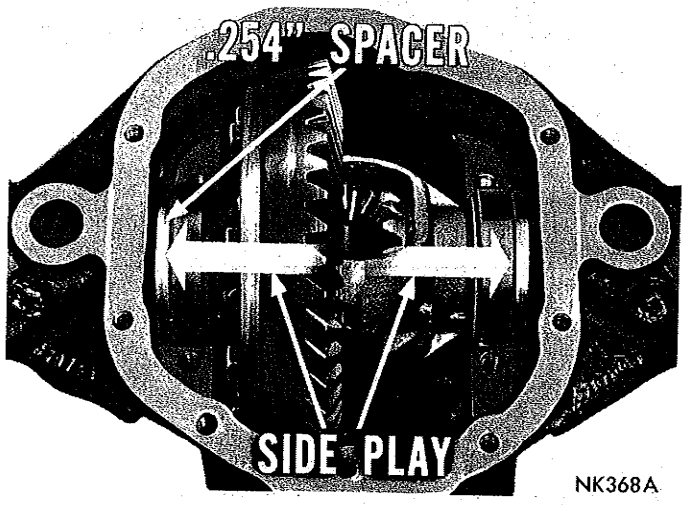
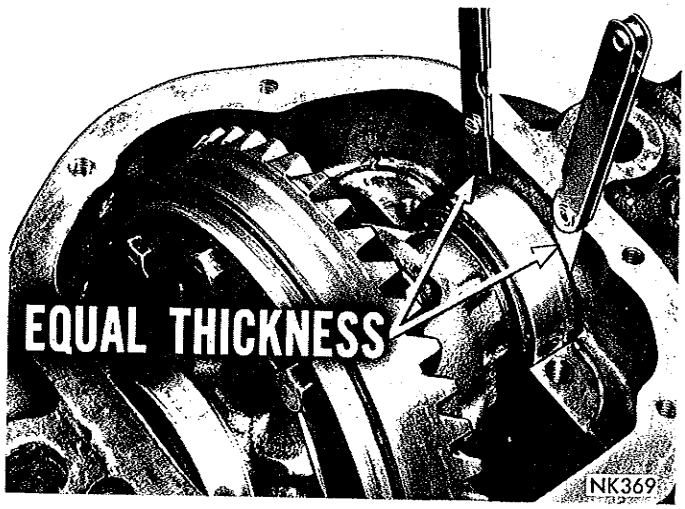

*Fig. 22—Temporarily Install Thinnest Spacer*
*Fig. 23—Feeler Gauges Measuring Thickness*
(1) With drive pinion and bearings installed and bearing preload set, install differential case and ring gear assembly, and cups. Insert a .254 inch preload spacer on ring gear side (Fig. 22) of axle housing. Do not install bearing caps.
(2) Install a preload spacer on right side of housing that will fit snugly but still leave a slight amount of end play.
(3) To measure, move differential to the left side or ring gear side of rear axle housing. Using two sets of feeler gauges, insert feeler gauges between the spacer and the right side of the axle housing above the center line of the case (Fig. 23). Insert the same thickness of feeler gauges between the spacer and the axle housing below center line of case. Increase thickness of gauges until heavy drag is felt.